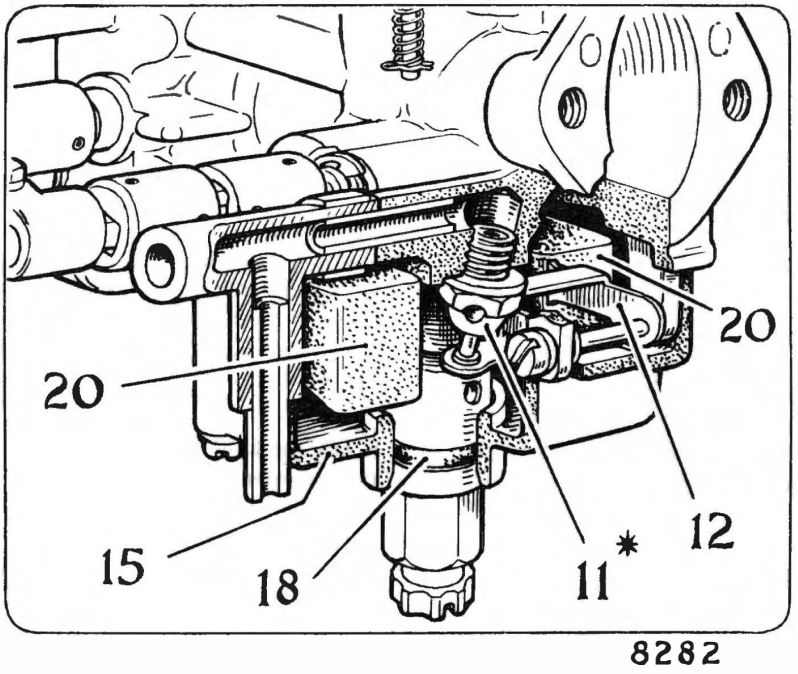

Fig. 3. *Float chamber — internal view*
1. Pilot jets (75) and (77), main jets (71) and (79), and choke tubes (27) and (28) must be fitted to their respective throttle barrels. In some instances they are not interchangeable.
2. The choke tubes (27) and (28) are held in position by the two pointed set screws and locknuts (73) and (76). They are located correctly by narrow slots on their lower ends.
3. A joint (82) is used between the secondary throttle operating unit body (83) and the carburettor main body (31).
4. The small rubber sealing ring (81) must be used at its location on the vacuum passage between the secondary throttle operating unit cover (90) and body (83).
5. A brass dowel locates the vacuum drilling (4, in Fig. 3 and 4) in the carburettor body (31) and the secondary throttle operating unit body (83). There is a small restriction drilling through this dowel that must be clear before the secondary throttle operating unit can function correctly.
11. FLOAT NEEDLE AND SEATING—NOT SHOWN—SEE FIG. 3